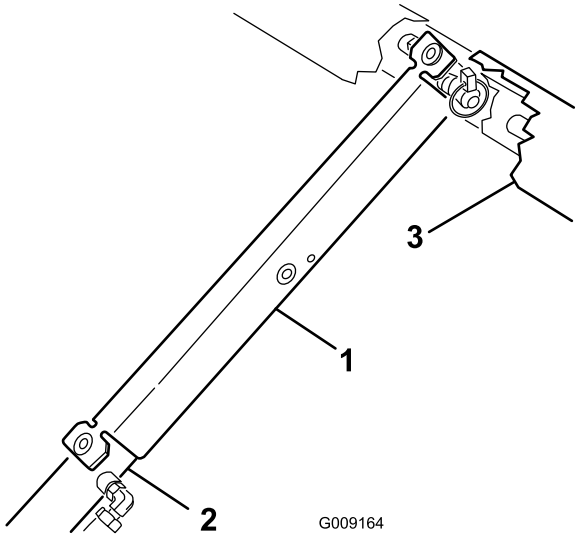

Figuur 33
3. Druk de laadbakbeveiliging op de cilinderstang, waarbij u ervoor zorgt dat de beide uiteinden van de laadbakbeveiliging rusten op het uiteinde van de cilinderbus en het uiteinde van de cilinderstang (Figuur 33).